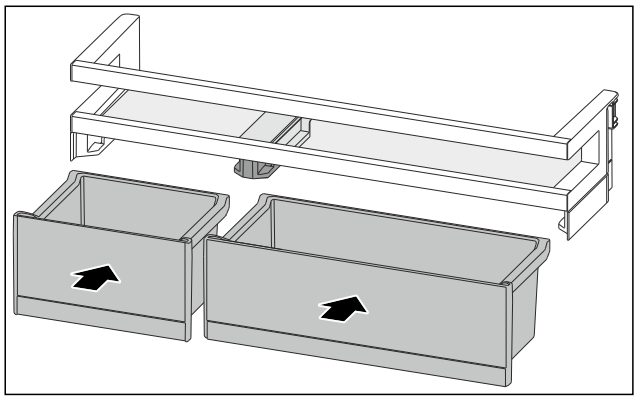

Fig. 108
▶ 排列互换后装入 VarioBox。〔参见 Fig. 108〕